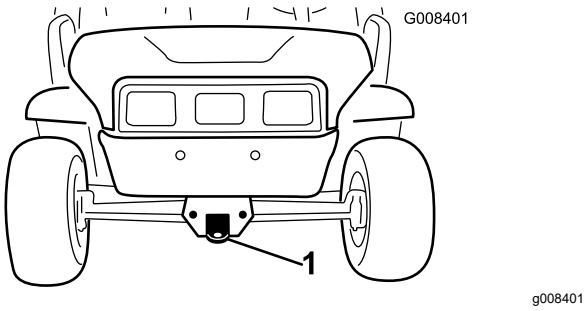
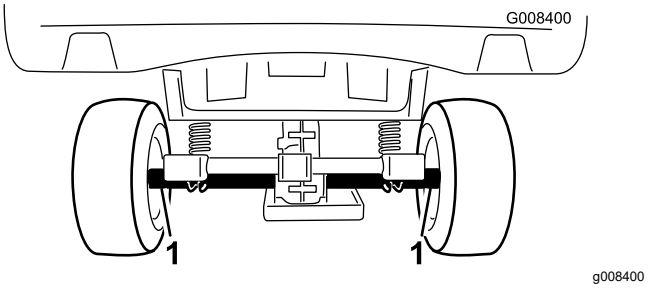

**Figur 18**
**Figur 19**
Se Figur 18 og Figur 19 for informasjon om festepunktene på maskinen.
2. Fest et tau til koblingen på frontrammen (Figur 18).